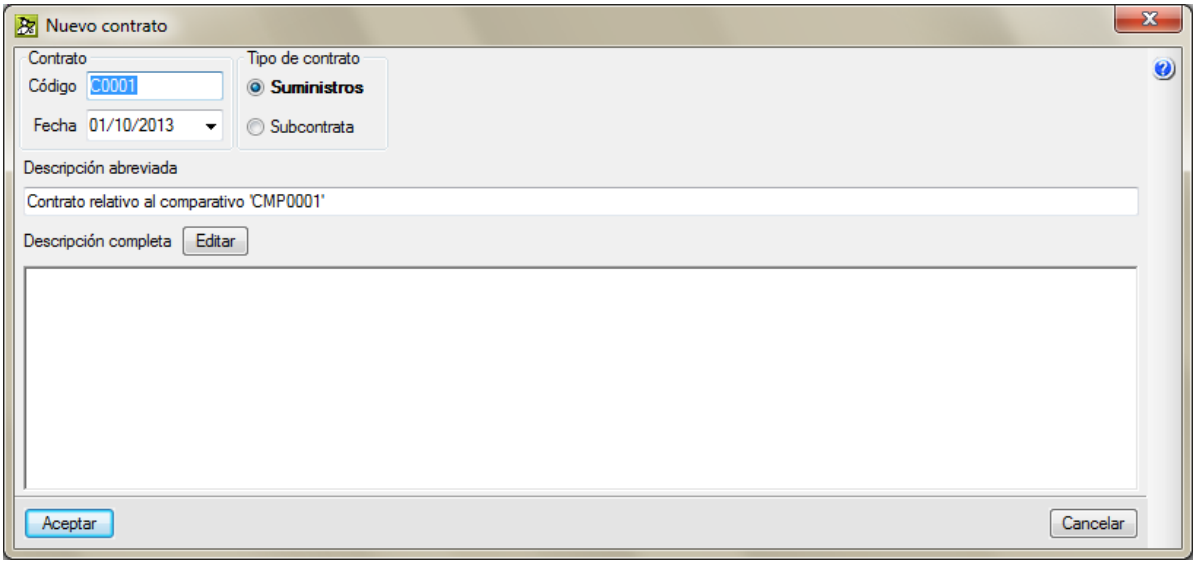

Fig. 3.68
- Al pulsar el botón **Editar elemento seleccionado en la lista** aparece el diálogo de la Fig. 3.68. En el cual deberá indicar la fecha para el contrato y el tipo de contrato.